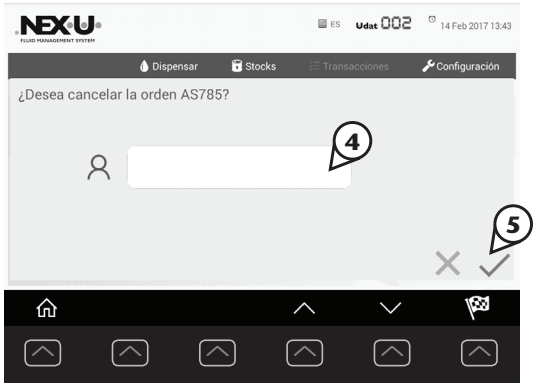

Fig. 19
Transactions in progress can be stopped by pressing the cancellation button (3). Then, the cancellation confirmation of the order will be displayed on the screen **(figure 19)**. Enter the operator code (4) and press the confirmation button (5) to confirm the transaction cancellation. The emergency stop can only be used by the operator who has initiated the order or by the "manager" user.